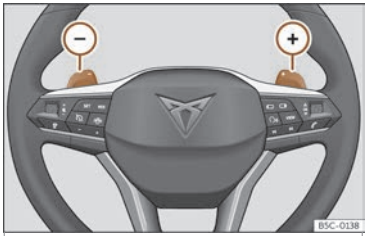

Fig. 141 Volante:pancas para o cambio automático.
- Prema a leva de cambio (+) para inserir unha marcha superior›› **fig. 141**.